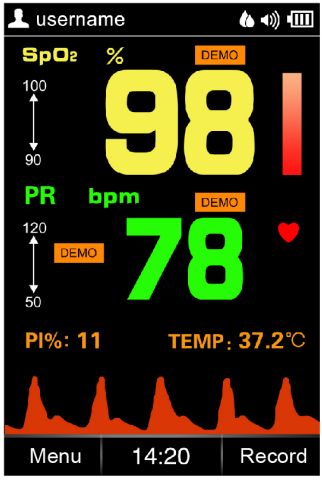

Figure 4.10K Demo mode
- Demo: Enter into the Demonstration mode, as shown in figure 4.10K.